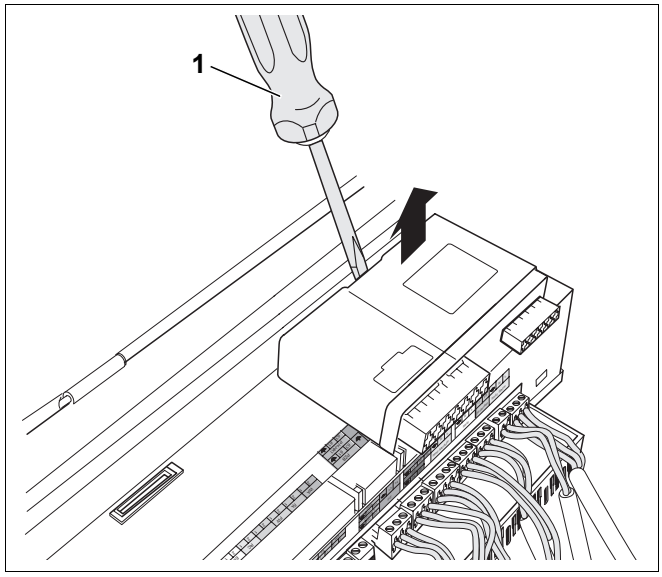

Rys. 4 Wyjęcie modułu funkcyjnego
- Wyjąć moduł z zaczepu, używając wkrętaka (rys. 4, **poz. 1**).
- Przednią stronę modułu pociągnąć do góry w kierunku oznaczonym strzałką (rys. 4) i wyjąć moduł.